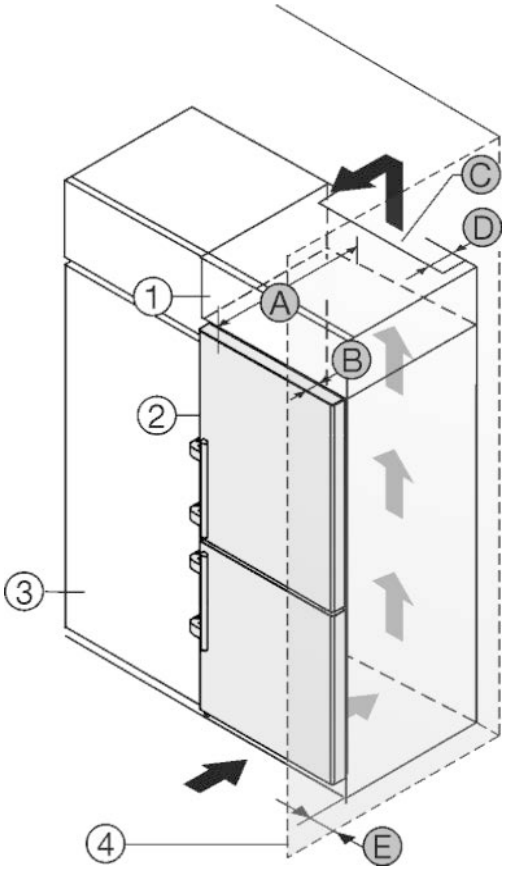

Fig. 49
Устройство может быть окружено кухонными шкафами. Чтобы уравнять устройство *Fig. 49 (2)* по высоте с кухонной стенкой, можно установить над устройством дополнительный шкафчик *Fig. 49 (1)*.
Установить устройство можно непосредственно рядом с кухонным шкафом *Fig. 49 (3)*. Чтобы можно было полностью открыть двери, устройство должно выступать на глубину *Fig. 49 (B)* относительно передней стенки кухонного шкафа. В зависимости от глубины кухонных шкафов и использования пристенных распорок устройство может выступать и больше.
- На задней стенке дополнительного шкафчика должен быть вентиляционный канал с глубиной *Fig. 49 (D)* по всей ширине этого шкафа.
- Нужно соблюдать вентиляционное отверстие *Fig. 49 (C)* под нижней панелью.
Если устройство установлено на шарнирах у стены *Fig. 49 (4)*, то нужно соблюдать расстояние *Fig. 49 (E)* между устройством и стеной. Настолько выступает ручка при открытой дверце.